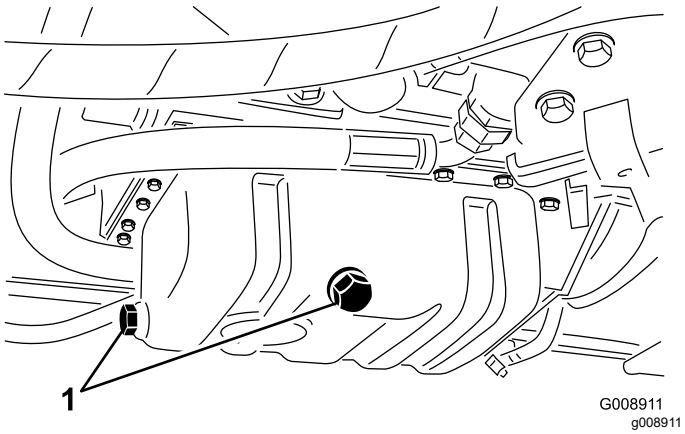

Figur 61
1. Fjern tappepluggen (Figur 61) og la oljen renne ut i en beholder.